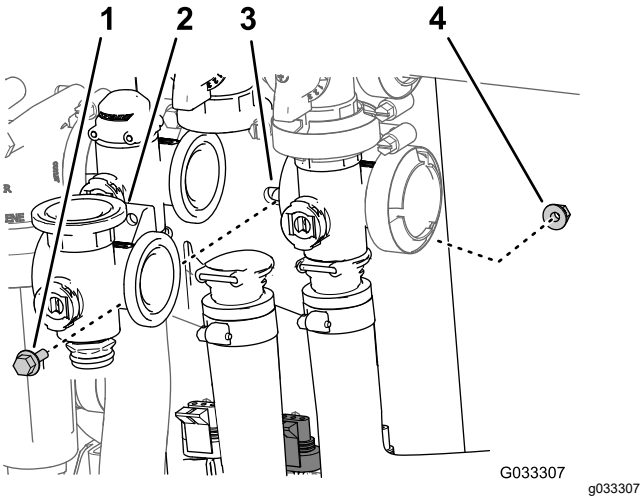

Figura 71
3. Retire el perno con arandela prensada y la contratuerca con arandela prensada que sujetan la válvula de agitación al soporte de la válvula, y retire el distribuidor de la válvula de la máquina (Figura 71).